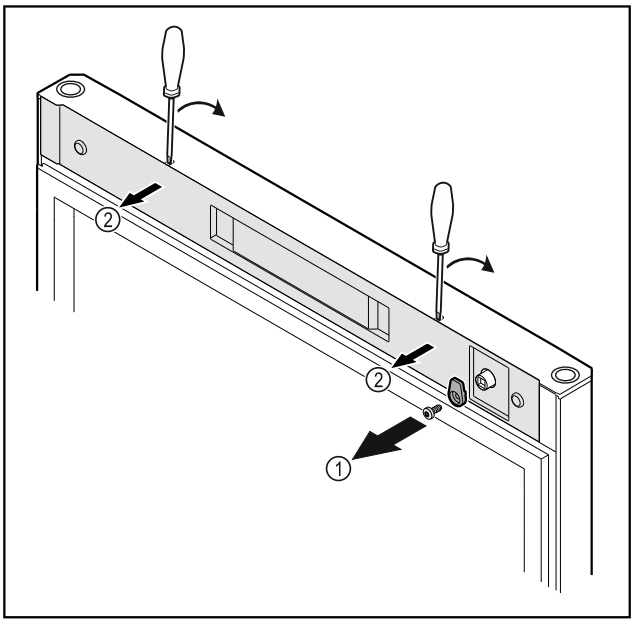

Fig. 14
▶ Dévisser le crochet de fermeture *Fig. 14 (1)*.
▶ Décrocher le cache *Fig. 14 (1)* avec un petit tournevis et le retirer.